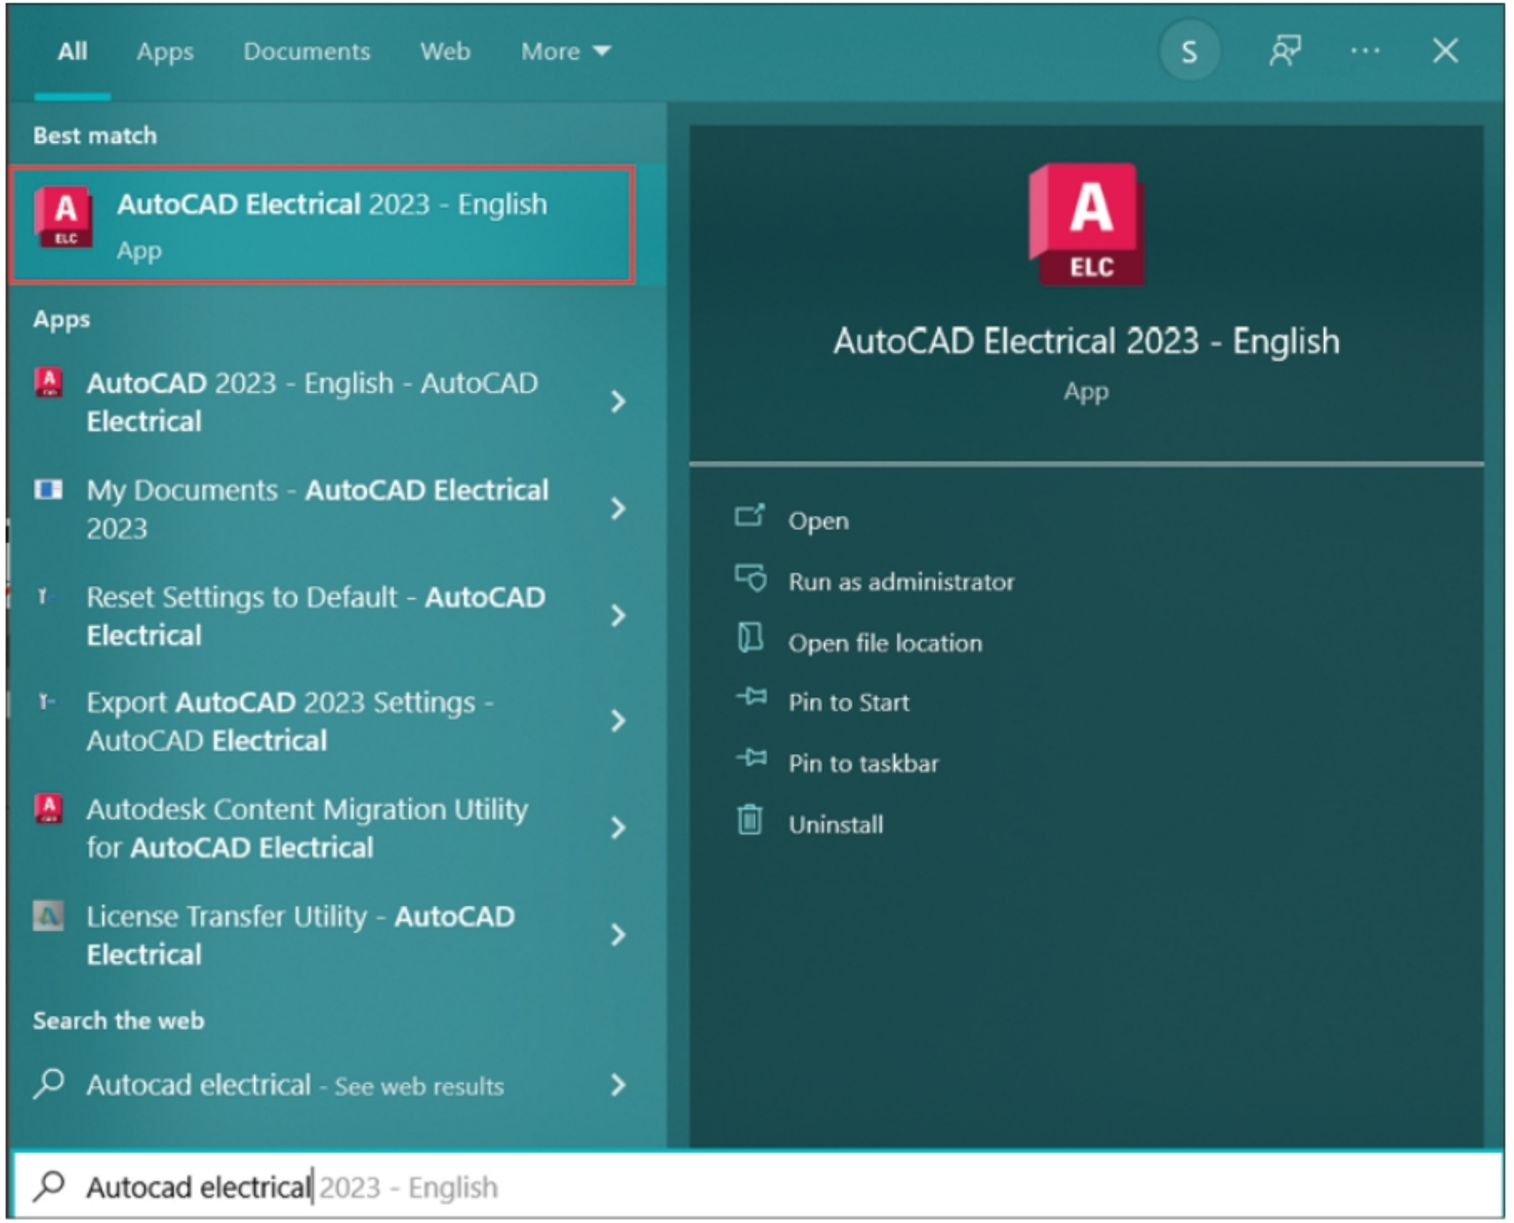

Figure-5. Start menu
- Click on the **Start** button in the Taskbar and type AutoCAD Electrical in the search box. The list of options related to AutoCAD Electrical will be displayed; refer to Figure-5 (in Microsoft Windows 10).